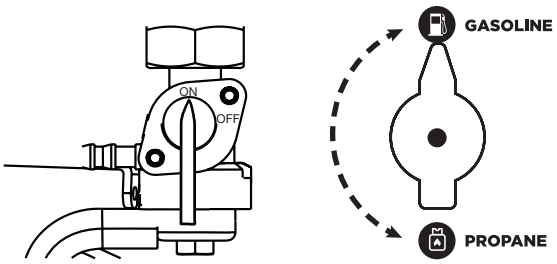

Figure 9 - Fuel Shut Off - ON
a. Move the fuel shut off valve to the **ON** position (see Figure 9).
b. Turn fuel selector knob to **GASOLINE** (see Figure 9).